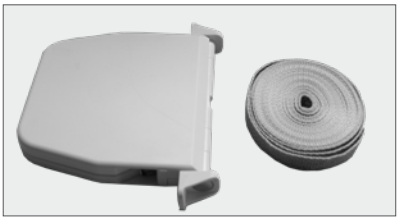

Abb. 19
1. Anlieferungszustand (Abb. 19): Die zwei Gehäusehälften aufklappen.